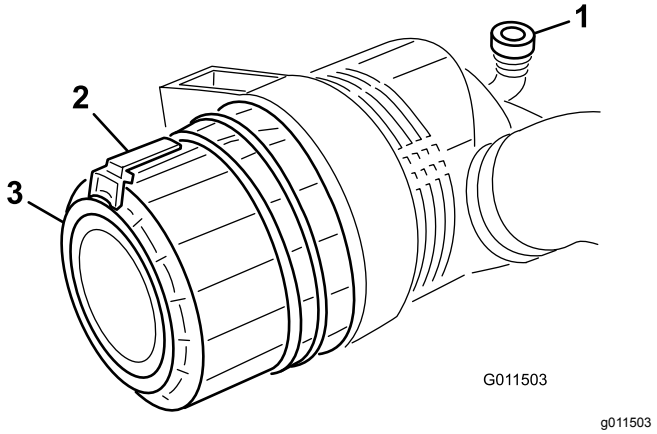

Figuur 71
1. Trek de vergrendeling naar buiten en draai het luchtfilterdeksel linksom (Figuur 71).
7. Monteer het deksel met de rubberen uitlaatklep (Figuur 71) naar beneden gericht – in een stand tussen ongeveer 5:00 tot 7:00 uur, gezien vanaf het uiteinde. Maak de sluiting vast.